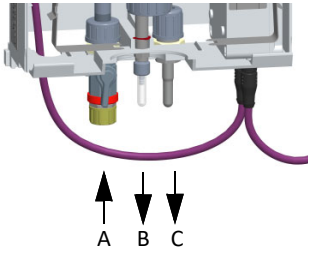

Fig. 3 Section, flow cell, non-pressurized version
- On the non-pressurized version, no back-pressure is permitted in the cell body (design chapter 4.8 - Fig. 3).